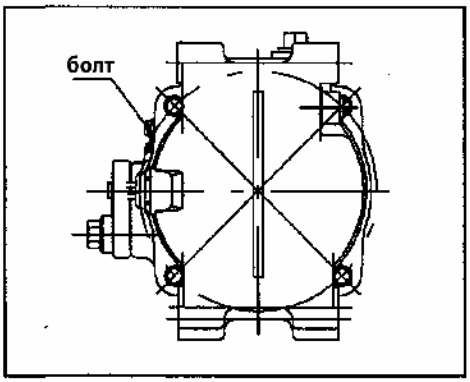

Рис. 779
1. Ослабьте болт М4 при помощи отвертки, извлеките его (Рис. 779).